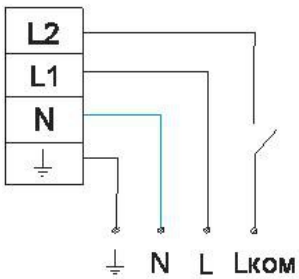

Рис.2
3.3 Если предполагается включать и выключать светодиоды в светильнике в рабочем режиме, то удалите перемычку L1-L2, и присоедините фазовый провод коммутируемой сети к клемме L2 (см. рис. 2).